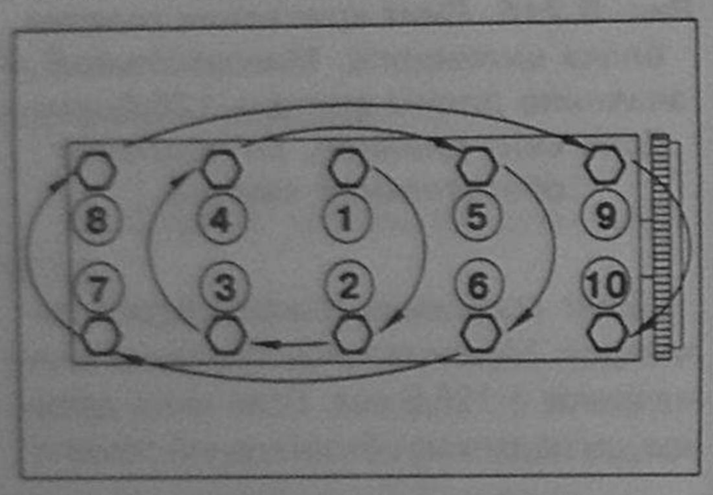

Рис. 6.218.
33. Затяните винты крепления головки блока цилиндров последовательно, винт за винтом, в указанном на рис. 6.218 порядке.